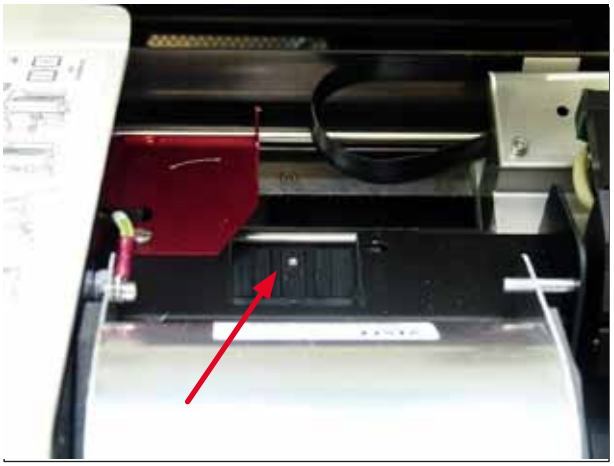

Fig. 51
- Rampa de la estación de secado (→ "Fig. 51")
Es imprescindible que la rampa esté limpia (→ "Fig. 51").